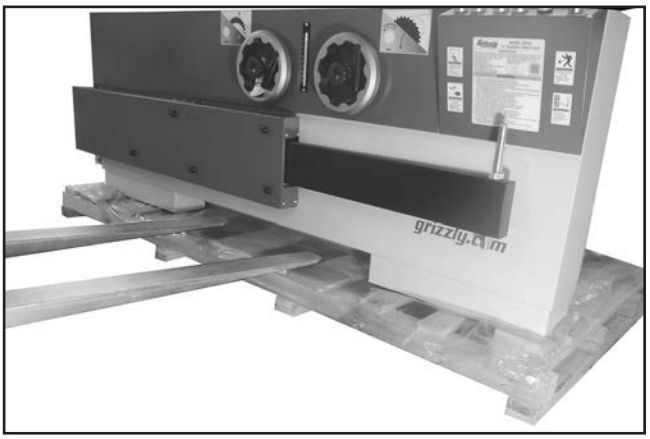

Figure 14. How to insert forks for lifting table saw off pallet.
2. Remove top of crate. Position forklift forks as wide as they can be while still fitting under center opening (see **Figure 14**).